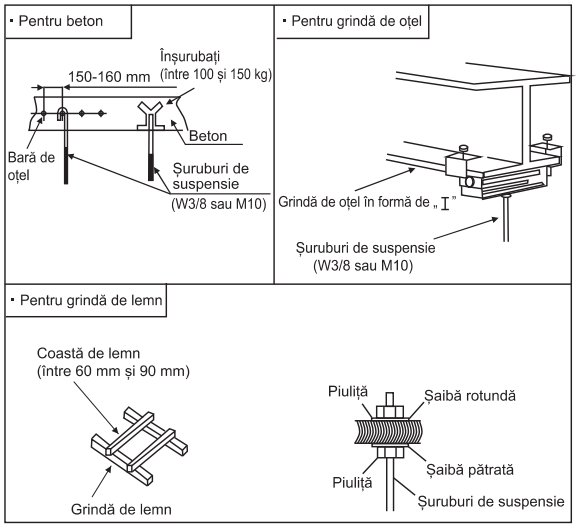

Fig. 3.2.1 Fixarea șuruburilor de suspensie
(1) Luați în considerare direcția conductei, cablajul și întreținerea și alegeți direcția și locația adecvate pentru instalare.
(2) Instalați șuruburile de suspensie după cum se arată în Fig. 3.2.1 de mai jos.